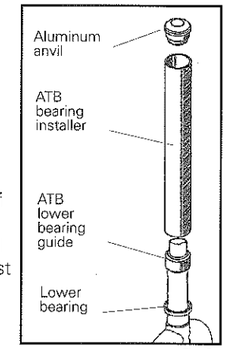

Fig. 54
15. Place the **ATB lower bearing guide** over the end of the steerer.(Fig. 54)